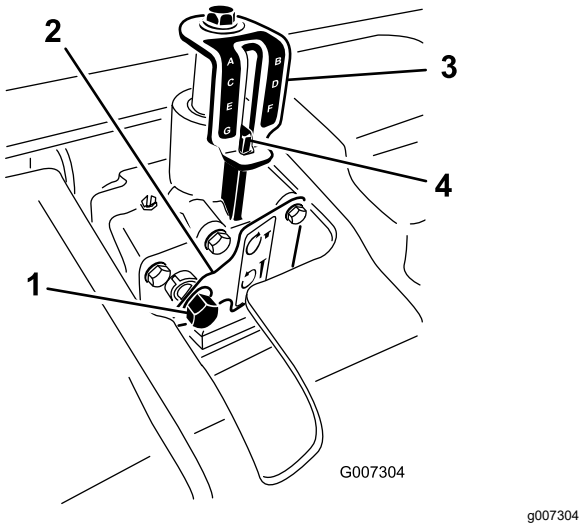

**Figuur 24**
3. Breng een ratelsleutel van 9/16" aan op de ingaande as van de diepteregelaar (Figuur 24).
5. Draai de diepteregelaar rechtsom om minder diep te beluchten, of linksom om dieper te beluchten. (Figuur 24).
6. Draai de ingaande as van de diepteregelaar tot u de gewenste diepte bereikt zoals aangegeven op de sticker van de diepteregelaar (Figuur 24).